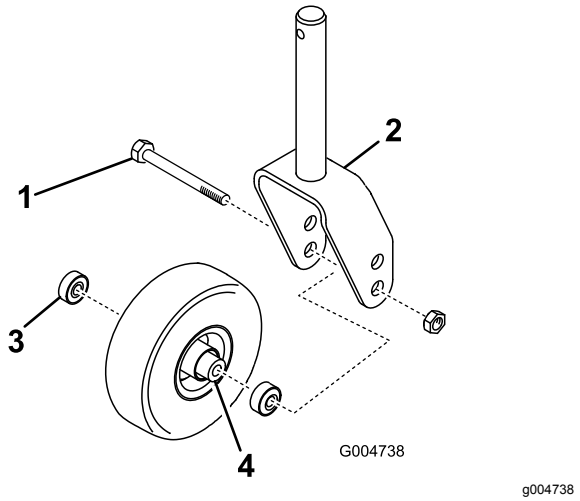
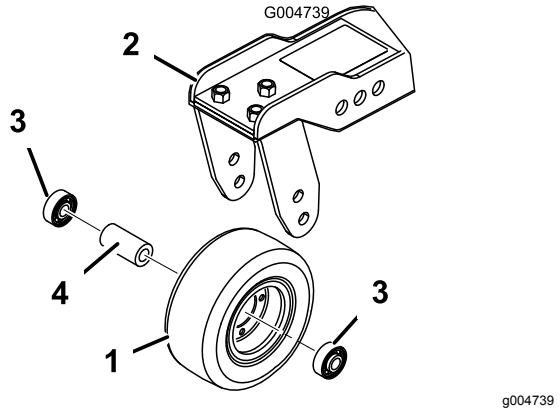

Figur 87
Figur 88
1. Fjern låsemutteren fra bolten som holder fast styrehjulet til styregaffelen (Figur 87) eller styresvingarmen (Figur 88).
2. Fjern lagrene fra hjulnavet og la lageravstandsstykket falle ut (Figur 87 og Figur 88).